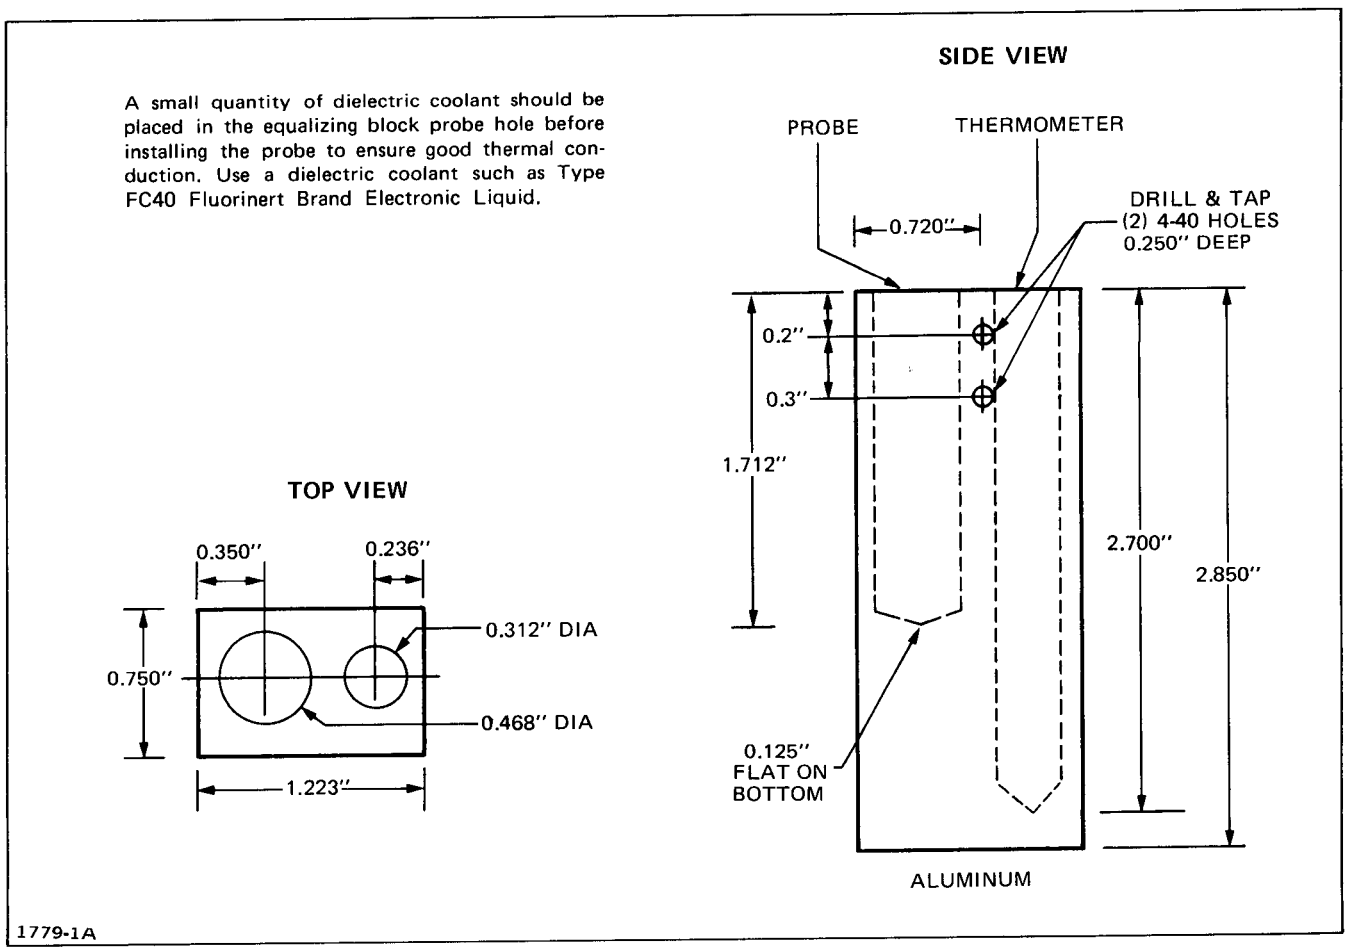

Fig. 3-2. Temperature equalizing block.
Temperature Equalizing Block (see Fig. 3-2)
f. Place thermometer and temperature probe in temperature equalizing block (see Fig. 3-2). Allow time for temperature readings to stabilize.